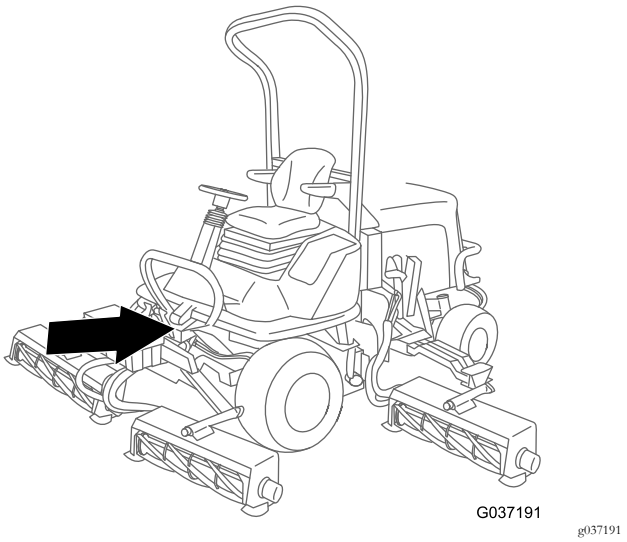

図 21
3. ハーネスの、リング端子のついている枝線を、機体前部座席台の下にあるホーンへ配設する図 21。